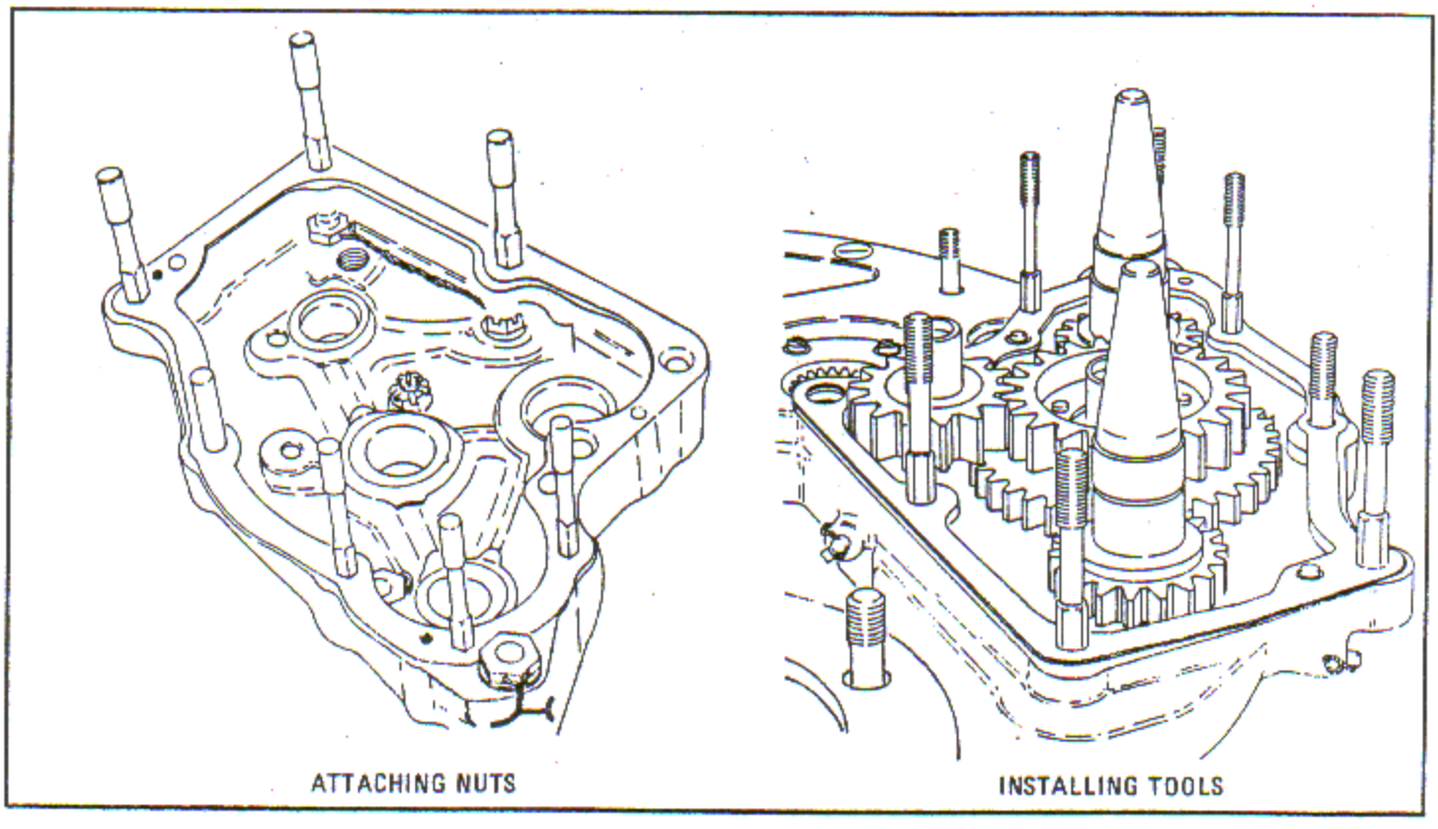

Figure 7-61. Dual Accessory Drive Housing Attaching Nuts and Cover Installing Tools in Place.
a. Place the proper gasket on the rear cover and install the dual accessory drive housing over the attaching studs on the rear cover. Hold the housing up from the cover, install washers over the two studs located under the housing flange and start a plain nut over the stud in the corner of the housing and a slotted nut over the other stud. Install a washer and a slotted nut on the stud in the center of the housing and a washer and a plain nut on the stud at the other end of the housing. Use a washer and an extended nut on the parting surface of the housing. See figure 7-61. Install washers and two acorn nuts on the housing studs that extend through the rear cover and the rim of the rear housing.